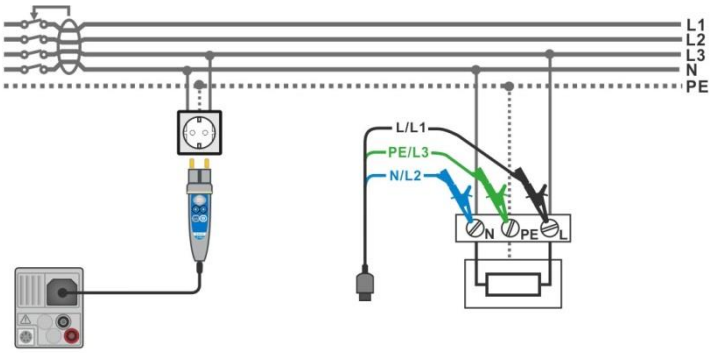

Figure 7.37: Connection of Plug commander and 3-wire test lead
- Connect test leads or Plug commander to the object under test, see ***Figure 7.37***.